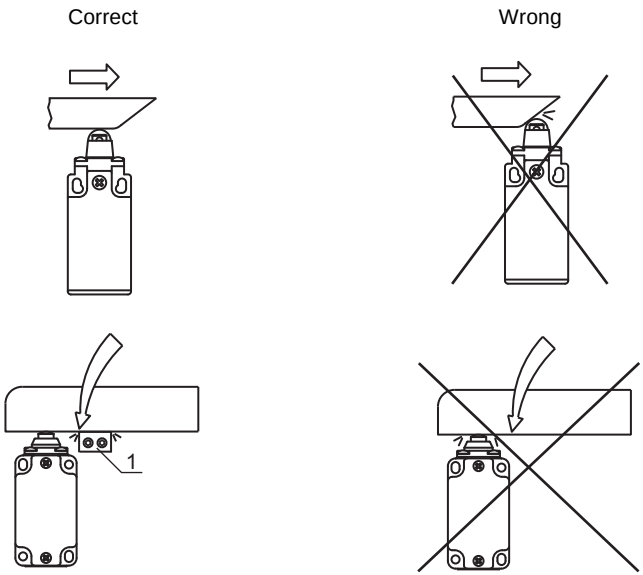

Figure 6.3: Mechanical limit stop (1)
- Use separate mechanical limit stop (see figure 6.3).